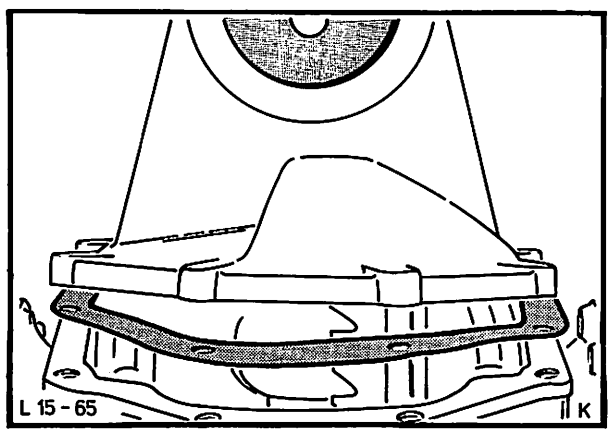

Abb. 94 Deckel – Hinterachsgehäuse mit neuer Dichtung anbauen
54. Deckel – Hinterachsgehäuse mit neuer Dichtung anbauen und Schrauben mit vorgeschriebenem Drehmoment festziehen, Abb. 94.